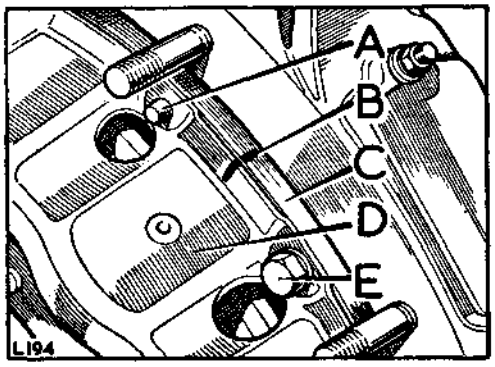

**Fig. A3-115. Clutch assembly fixings**
7. Offer up the clutch assembly to the flywheel, aligning the previously made relationship markings. Fig. A3-115 refers.